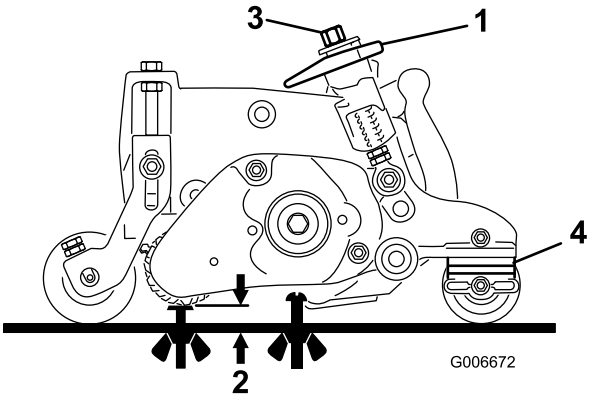

Figura 44
1. Verificate che l'elemento grooming sia impostato all'altezza di grooming desiderata (HOG) (Figura 44).